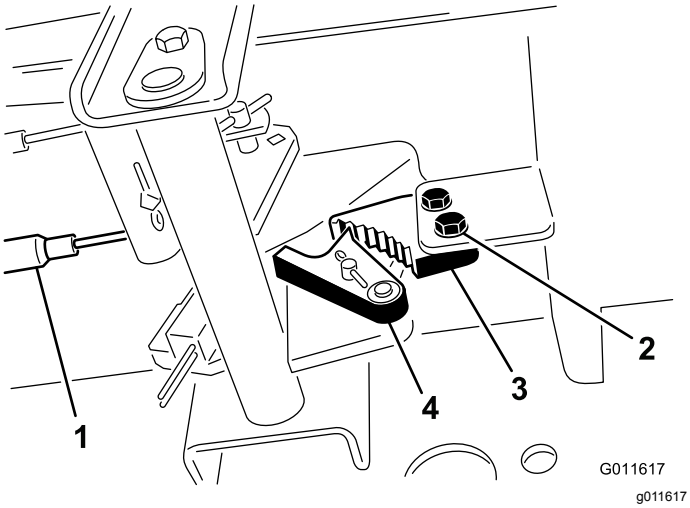

Figur 99
1. Løsn de to skruer, der fastholder parkeringsbremsepedalen på stellet (Figur 99).
2. Tryk parkeringsbremsepedalen frem, indtil parkeringsbremselåsen kobler helt ind på bremsepedalen (Figur 99).